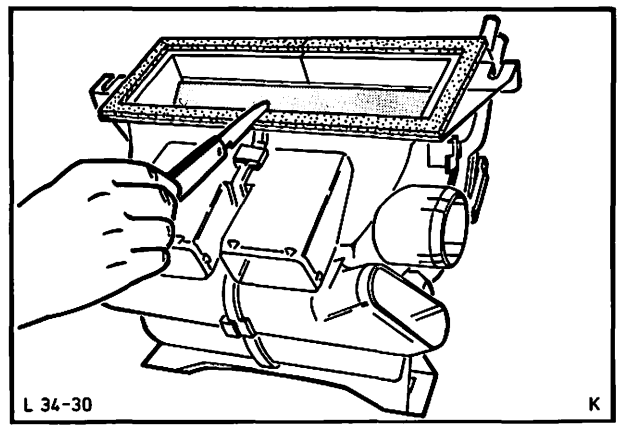

Abb. 34 Schaumstoffdichtung trennen
2. Schaumstoffdichtung an der Gehäusetrennfuge mit einem Messer trennen, Abb. 34.